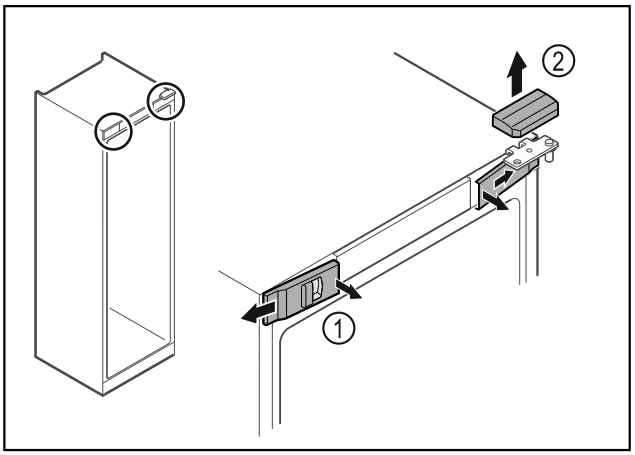

Fig. 6
▶ Unlatch the front covers *Fig. 6 (1)* on the inside and remove them sideways.
▶ Lift off the upper cover *Fig. 6 (2)*.